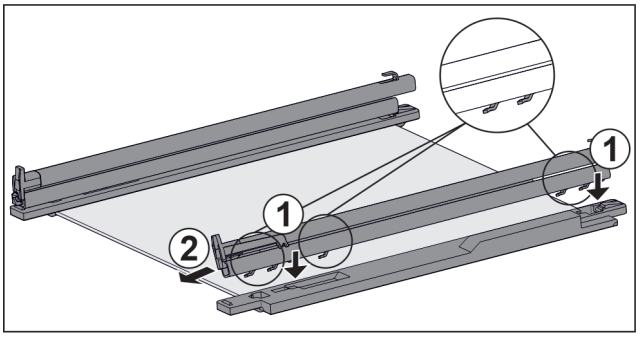

Fig. 202 Placă de sticlă cu șine și piese de fixare
▶ Așezați cârligele șinei pe deschiderile piesei de fixare din **stânga**. *Fig. 202 (1)*
▶ Trageți șina în față. *Fig. 202 (2)*
▶ Așezați cârligele șinei pe deschiderile piesei de fixare din **dreapta**. *Fig. 202 (1)*